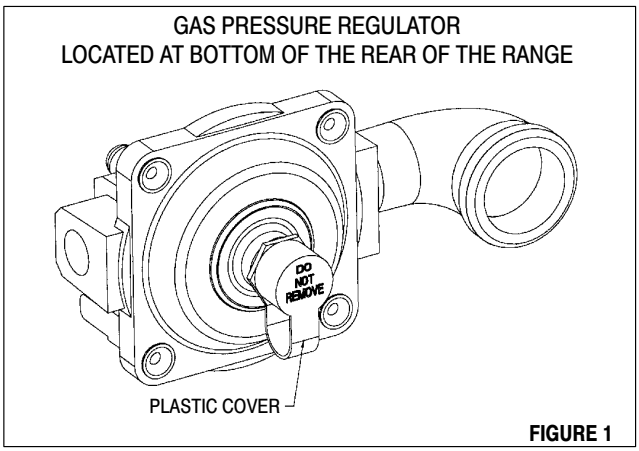

FIGURE 1
1. Remove plastic cover from pressure regulator neck. See figure 1.